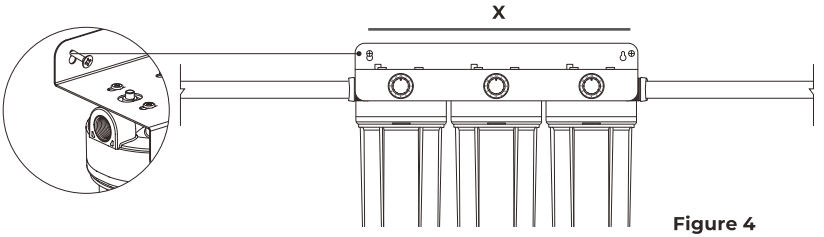

Figure 4
Étape 3 : Fixer le filtre pour toute la maison (Figure 4)